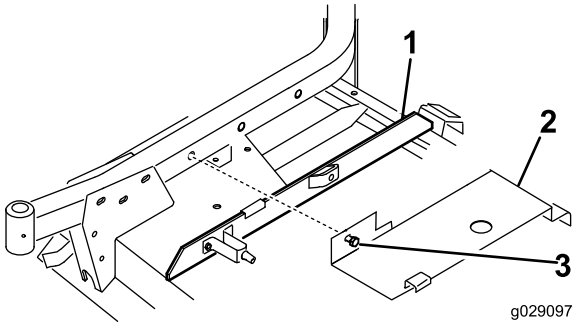

Bild 24
1. Setzen Sie eine Schnittleiste so auf die rechte Stegstange, dass die Seite der Federhalterung 10 cm zur entfernten Kante der Trimmleiste ist (Bild 24).
2. Haken Sie das hintere Ende der Mähwerkabdeckung (Bild 24) am hinteren Kanalstift ein und fluchten Sie gleichzeitig die Befestigungsschraube der Abdeckung mit dem Loch im rechten Laufradarm aus. Die Abdeckung sollte auf der Schnittleiste aufliegen. Stellen Sie die Leiste ggf. ein.